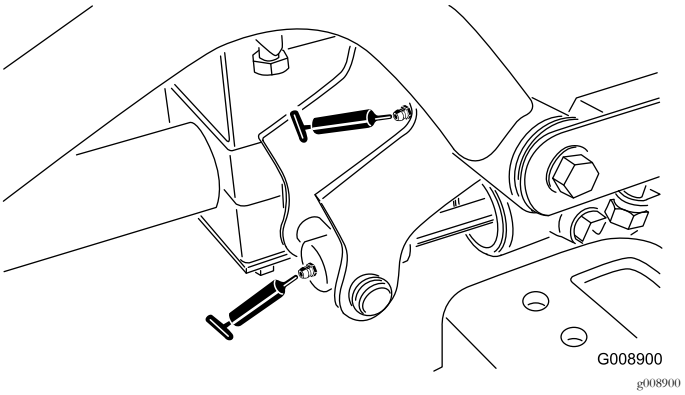

Figur 56
- Forreste venstre løftearms drejetap og løftecylinder (2) (Figur 56)